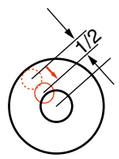

図 8
1. 整準ネジでずれ量の半分を中央に向かって戻します。（図 8）